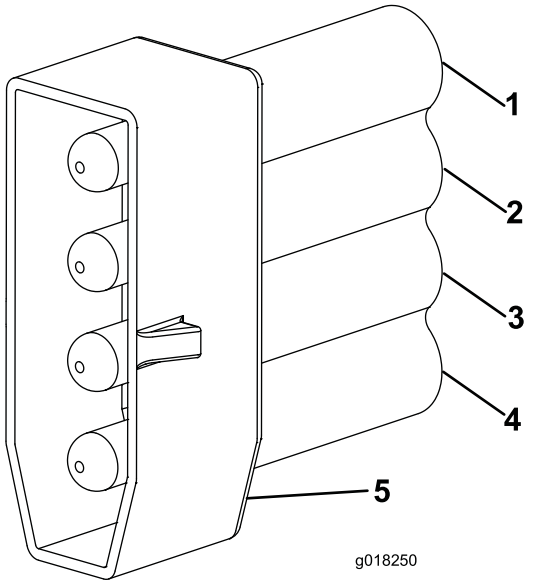

Figur 12
7. Monter PM4-ledningskabelkoblingen på ledningskabelen ved å trykke pinnene inn på koblingen. (Figur 12). Identifiser og merk denne koblingen som høyre for at det skal bli lettere å identifisere kabelen når koblingene skal kobles sammen i maskinens hovedledningsstamme.